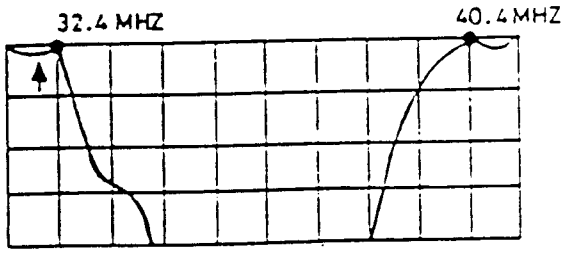

Fig.5b
6. Add 30 dB to adjust L101 to obtain the waveform as in Fig.5b.